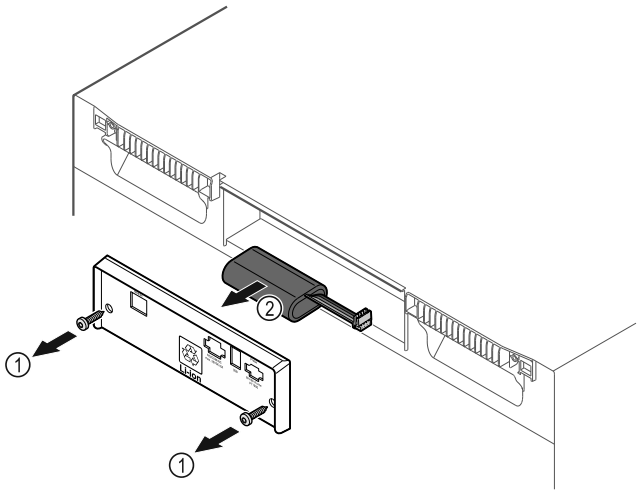

Fig. 204
- ▶ Deșurubați șuruburile și scoateți capacul de pe partea din spate a aparatului *Fig. 204 (1)*.
- ▶ Deconectați și scoateți bateria *Fig. 204 (2)*.